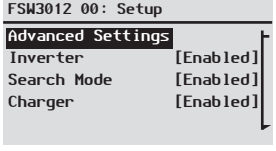

Figure 24 Selecting Advanced Settings From the Device Setup Screen
1. On the `FSW3012 00:Setup` screen (Figure 24), press the **Enter**, Up arrow, Down arrow buttons simultaneously to make `Advanced Settings` appear in the list.